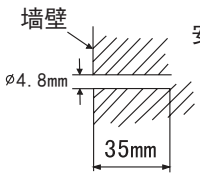
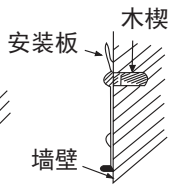

图5
图6
- 如图5所示在墙上钻一个孔，如图6所示用螺钉和相配的木楔把安装板牢固安装。